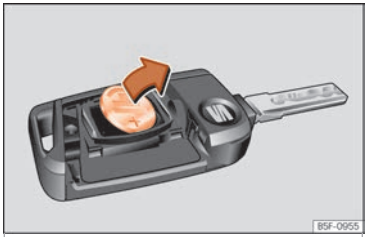

Abb. 90 Fahrzeugschlüssel: Batterie herausnehmen.
- Batterie mit einem geeigneten dünnen Gegenstand aus dem Batteriefach heraushebeln ››› **Abb. 90**.
- Neue Batterie wie gezeigt ansetzen ››› **Abb. 90** und entgegen der Pfeilrichtung in das Batteriefach drücken ››› ❗.